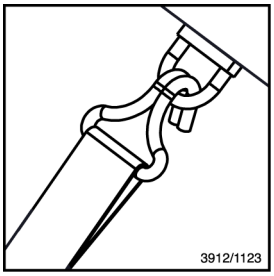

Fig. 40: Lashing eye symbol
4. *The lashing eyes are marked with the Fig. 40 symbol.*